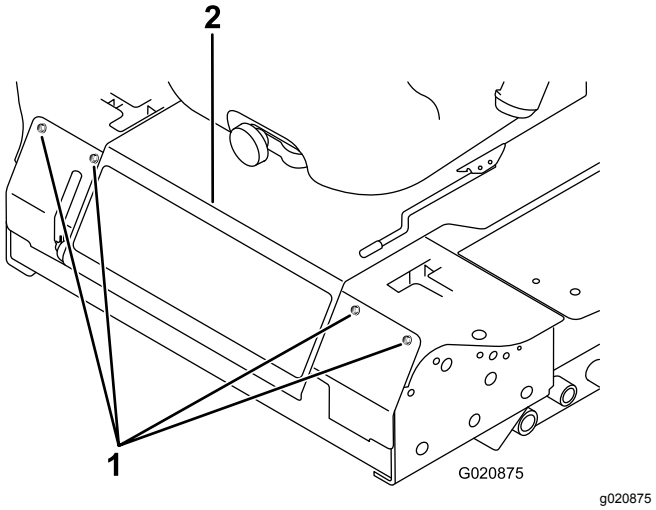

**Bild 44**
2. Nehmen Sie die Schrauben ab, mit denen die Frontplatte befestigt ist, und nehmen Sie sie ab (Bild 44).